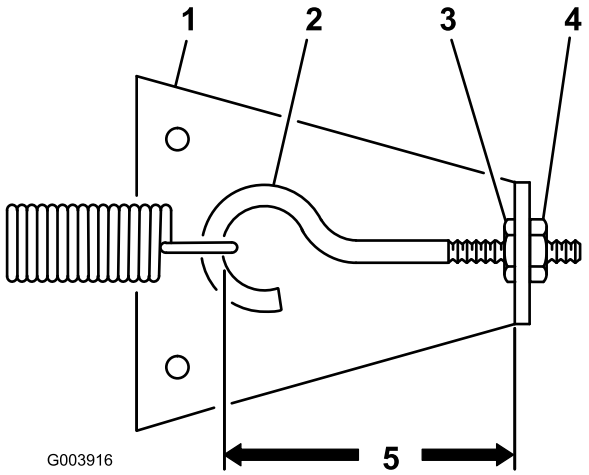

**Figuur 62**
3. Draai de binnenste borgmoer los waarmee de oogbout is bevestigd aan de plaat van de veerverankering (Figuur 62).
4. Draai de binnenste borgmoer rechtsom totdat de afstand tussen de binnenkant van het oog van de oogbout en de binnenkant van de plaat van de veerverankering met 3 mm is ingekort, zoals is afgebeeld in Figuur 62. Zet de binnenste borgmoer vast.